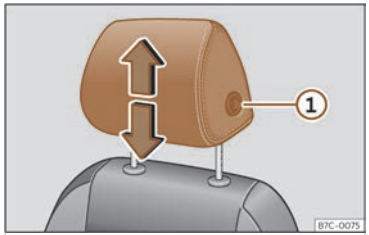
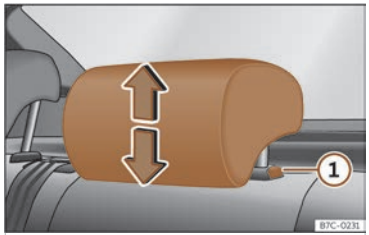

Fig. 69 Asiento delantero: regulación del apoyacabezas.
Fig. 70 Apoyacabezas trasero: regulación del apoyacabezas.
- Agarre el apoyacabezas con ambas manos por los lados y empuje hacia arriba hasta encajarlo en la posición deseada. Para bajarlo, haga la misma acción, pulsando el botón lateral ① ››› **fig. 69** , ››› **fig. 70**.